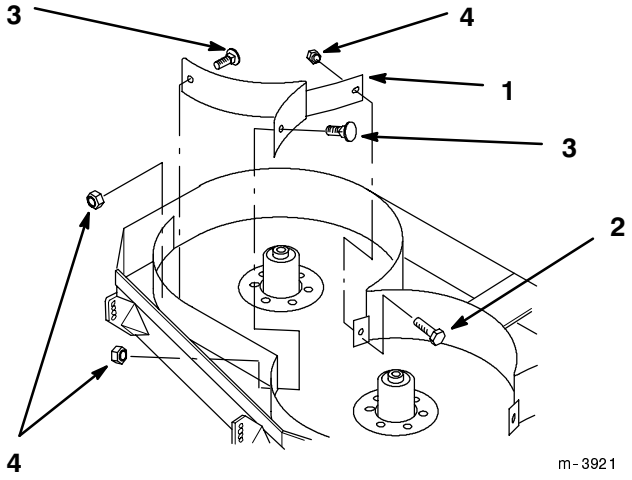

Figure 2
Note: Figures 2 and 3 show deck turned over.
1. Remove the (4) 3/8"-16 x 3/4" (19 mm) carriage bolts and 3/8" locknuts from the holes where the baffles will be installed (Fig. 2).
2. Place the left side baffle inside cutting chamber. Secure to the mower rear baffle with a 5/16-18 x 5/8" (16 mm) bolt and to the front baffle with (2) 5/16-18 x 3/4" (16 mm) bolts and (3) 5/16-18 flange nuts (Fig. 2).